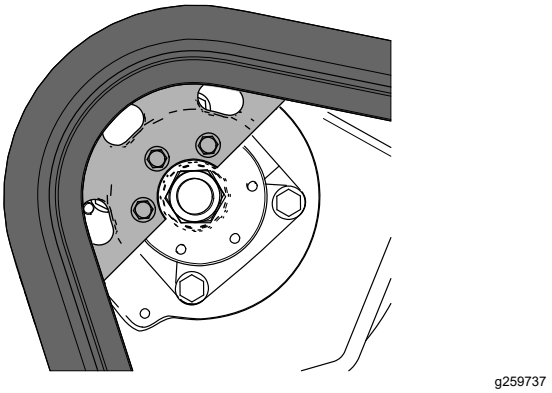

Figura 64
17. Mueva el control de tracción hacia delante hasta que la mitad del piñón de arrastre se acople con la oruga (Figura 64).